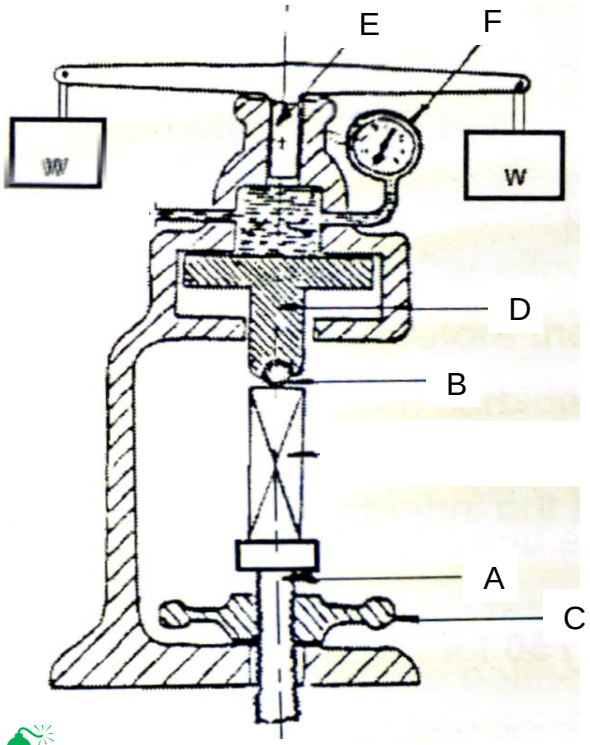

FIGURE 1
3.2 Name the SIX components of the Brinell test machine in FIGURE 1 below. Write only the answer next to the letter (A–F) in the ANSWER BOOK. (6)